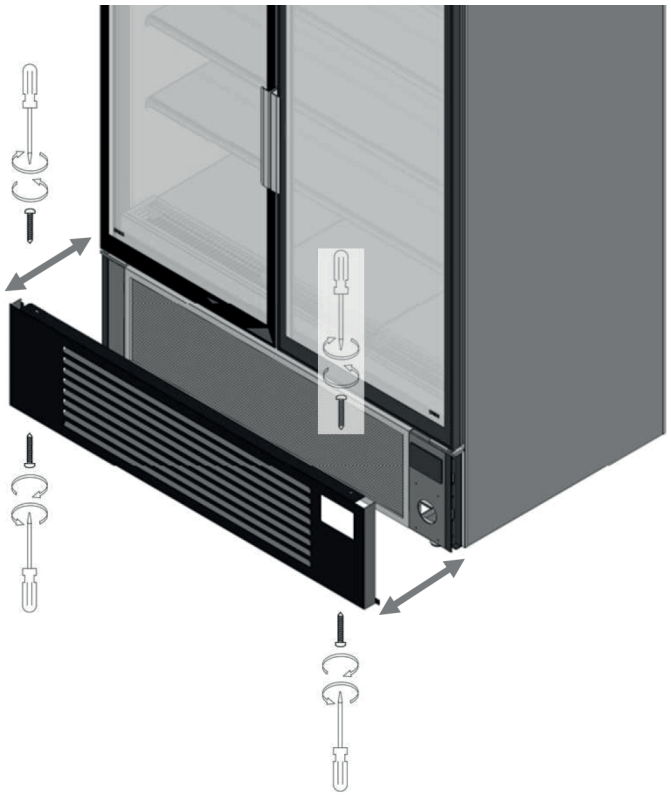

fig. 21
- To access the interior parts of the equipment and to perform a proper cleaning it is possible to remove the front cover, removing the fixing screws present in the upper and lower part of the cover (fig. 21).